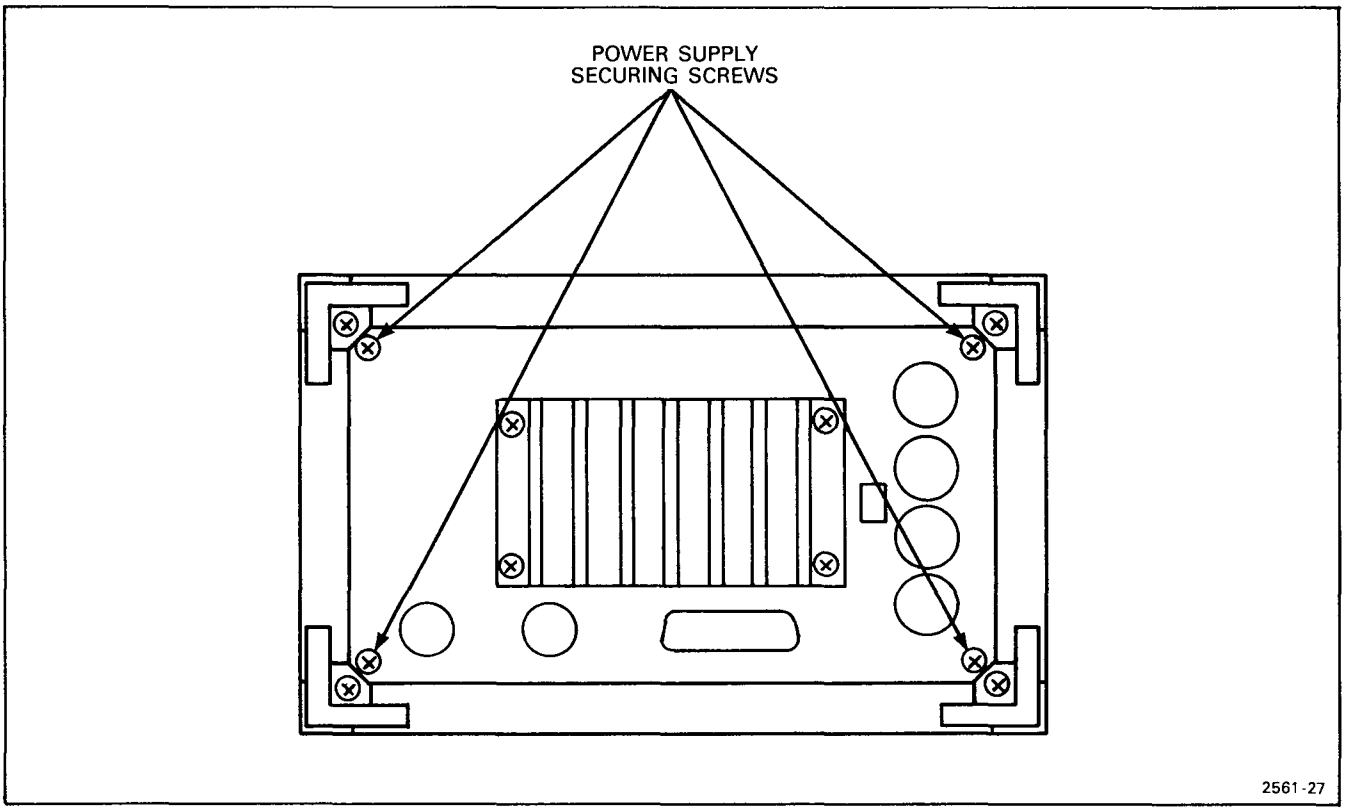

Figure 5-8. Location of securing screws for power supply removal.
3. Remove the four screws shown in Figure 5-8.